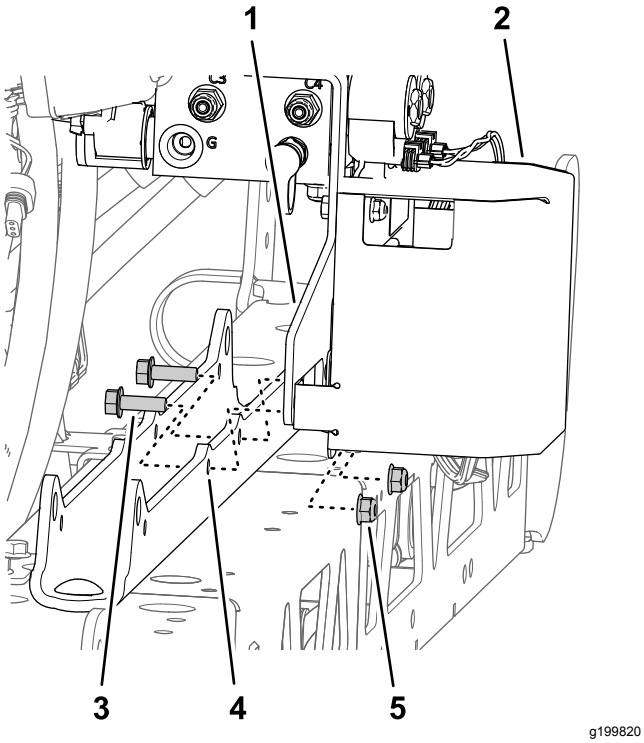

Figuur 95
B. Monteer de steunbeugel en de TEC-beugel op de cilinderbevestiging (Figuur 95); gebruik hierbij de 2 flenskopbouten (5/16 x 1 inch) en de flensborgmoeren (5/16 inch) die u verwijderd hebt in stap 1 van Het hefverdeelstuk van de spuitboom verwijderen van de middelste spuitboom (bladz. 21).